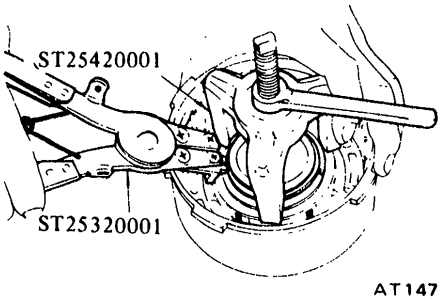

Fig. AT-79 Removing snap ring
2. Compress clutch springs, using Clutch Spring Compressor ST25420001 (or ST25420000). Remove snap ring ⑥ from spring retainer, using Snap Ring Remover ST25320001. See Figure AT-79.